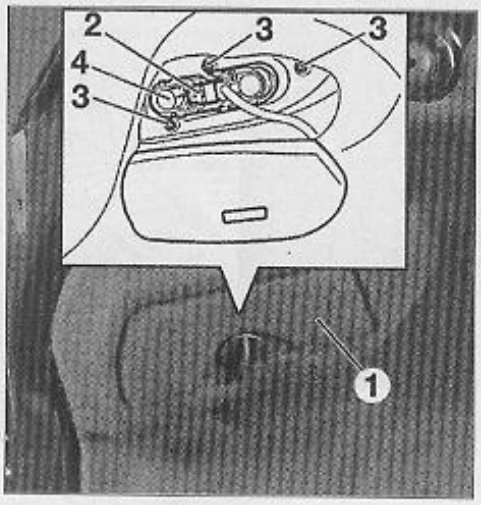

FIG. 73
- Ouvrir la trappe (1) (Fig.73).